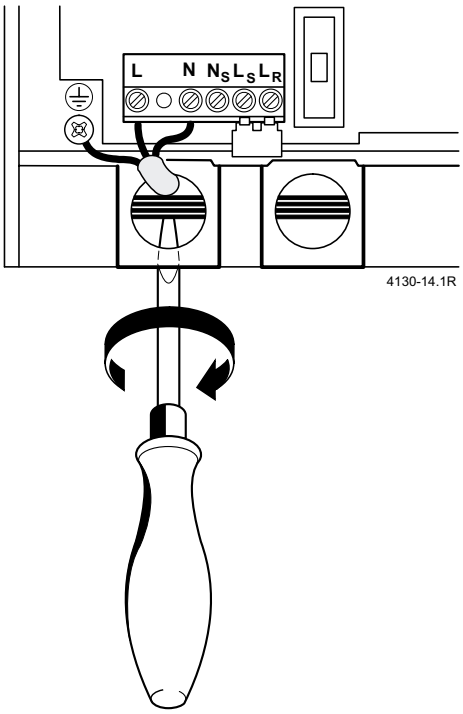

Afb. 38
- Kabel door trekontlasting doorvoeren en volgens aansluiten, volgens afb. 38.